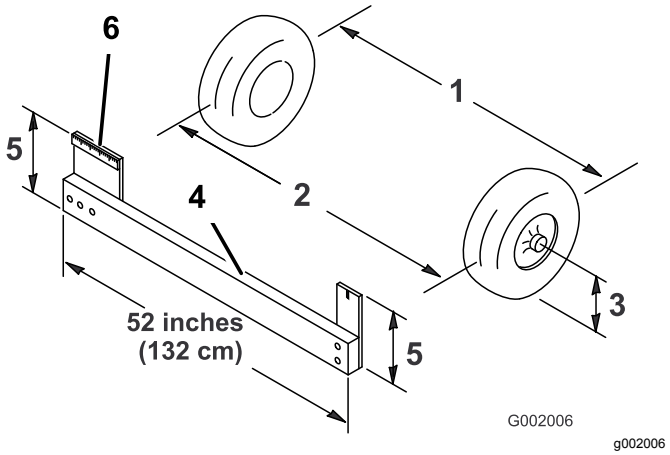

Figuur 48
4. Meet ter hoogte van de as de afstand tussen de voorwielen aan de voorkant en de achterkant van de wielen (Figuur 48).
Opmerking: De afstand aan de achterkant van de voorwielen ter hoogte van de as moet worden gemeten met behulp van een spanklem of een uitlijnmaat. Gebruik dit ook om de afstand aan de voorkant van de voorwielen ter hoogte van de as te meten (Figuur 48).